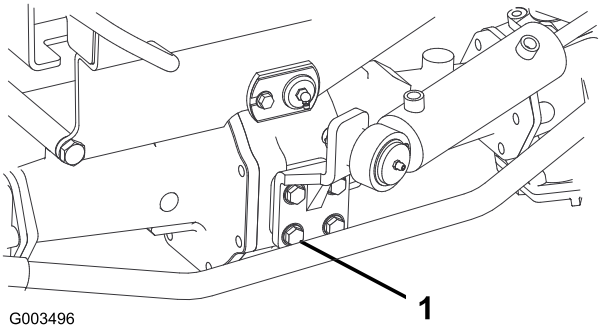

Figur 69
2. Dra åt de fyra skruvarna för styrcylinderns montering (Figur 69) till 65–81 N·m.